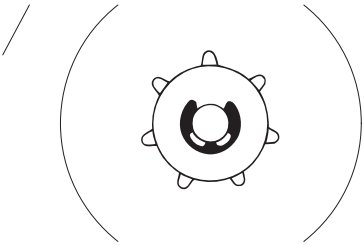

Рис. 44 Стопорное кольцо ведущей звездочки
1. С помощью отвертки снять стопорное кольцо (Рис. 44).